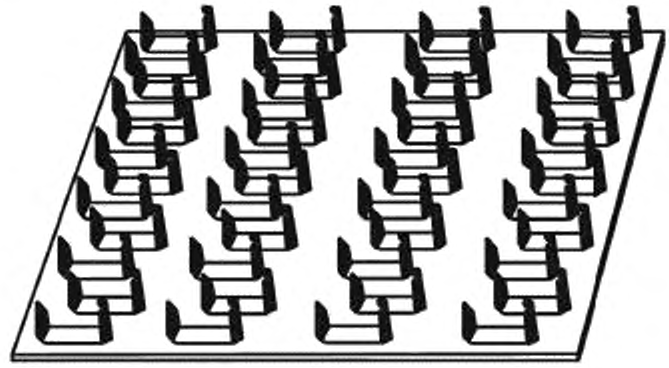

Рисунок 75 — Соединительная металлическая пластина
8.2.8 **соединительная металлическая пластина:** Легкая металлическая пластина с выступающими зубцами, вдавливаемыми в древесину для соединения двух элементов поддона или для восстановления поврежденных элементов поддона (см. рисунок 75).